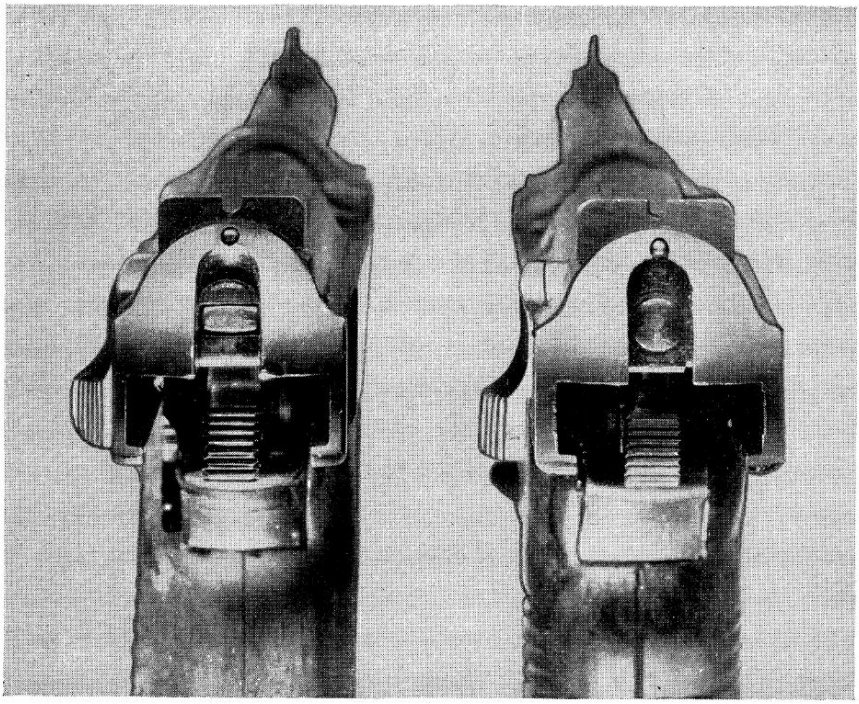

FIGURE 22. COMPARISON OF COMMERCIAL HP AND WARTIME P-38. The better, early commercial model appears at left. Note difference in shape of the firing pin.
The original model *Heeres Pistole* (HP), and the best modification of the P-38, as made by Walther have a more complete firing pin safety system than those made during the height of the war. Figure 22 showing the two models side by side should be studied by anyone owning one of these weapons. The pistols are